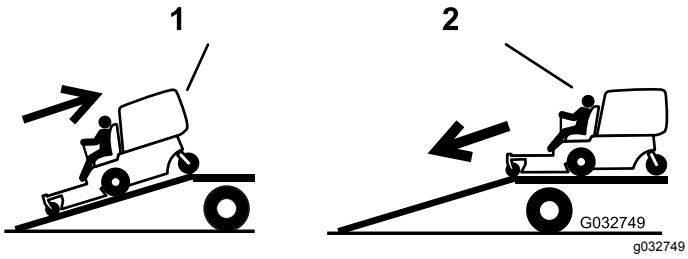

**Figure 26**
4. Montez la rampe en marche arrière (Figure 26).
2. Descendez la rampe en marche avant (Figure 26).